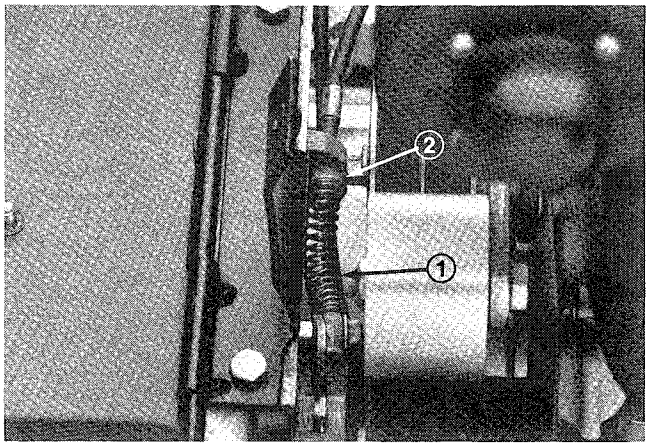

Figure 37
2. Loosen retainer securing belt cover and pivot cover open (Fig. 37).